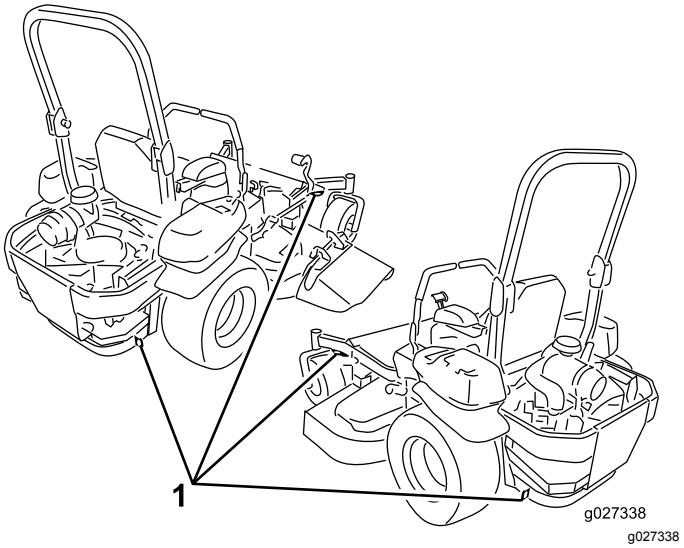

Figure 46
6. Arrimez la machine près des roues pivotantes avant et du pare-chocs arrière à l'aide de sangles, chaînes, câbles ou cordes (Figure 46). Reportez-vous à la réglementation locale concernant les exigences d'arrimage.